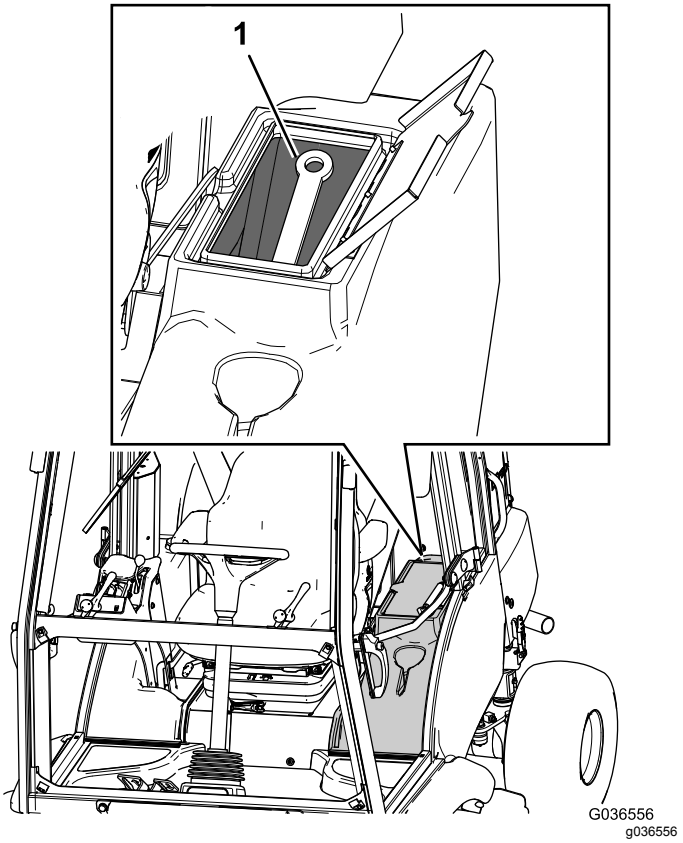

Figur 21
C. Placera säkerhetsstödet i förvaringsutrymmet (Figur 21).